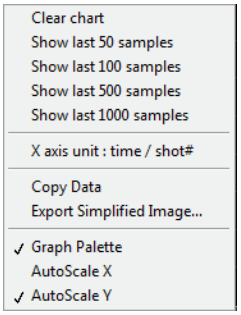

Figure 5.27: Right-click menu on Pulse duration vs time display
• **For Pulse duration vs time display** the menu shown on figure 5.27 is available.